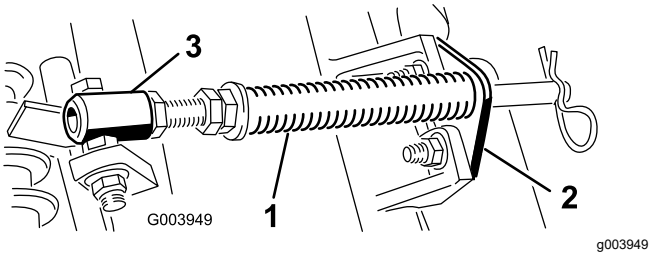

Рисунок 10
A. Выверните два каретных болта и две гайки, которые крепят кронштейн штока к выступам режущего блока (Рисунок 10).
B. Выверните фланцевую гайку крепления болта трубки пружины к выступу несущей рамы (Рисунок 10)